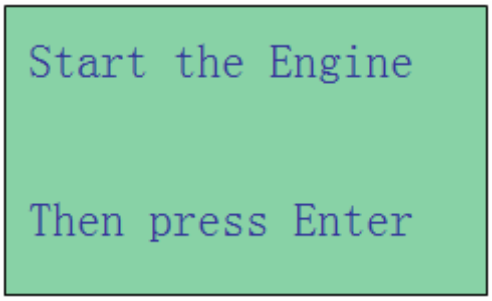

Figure 22
4. Press ENTER key to continue and the display will show: (Fig.22)